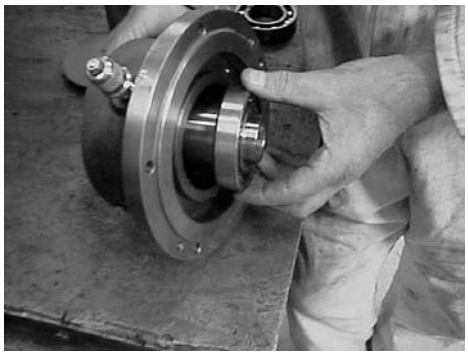

Fig. 33
8.02 Insert the Drive Shaft (62.62) into the Bearing Housing (61.61) and gently tap or press the Outer Ball Race of Bearing until it is seated against the location shoulder in the Bearing Housing (61.61). - **Fig. 33**